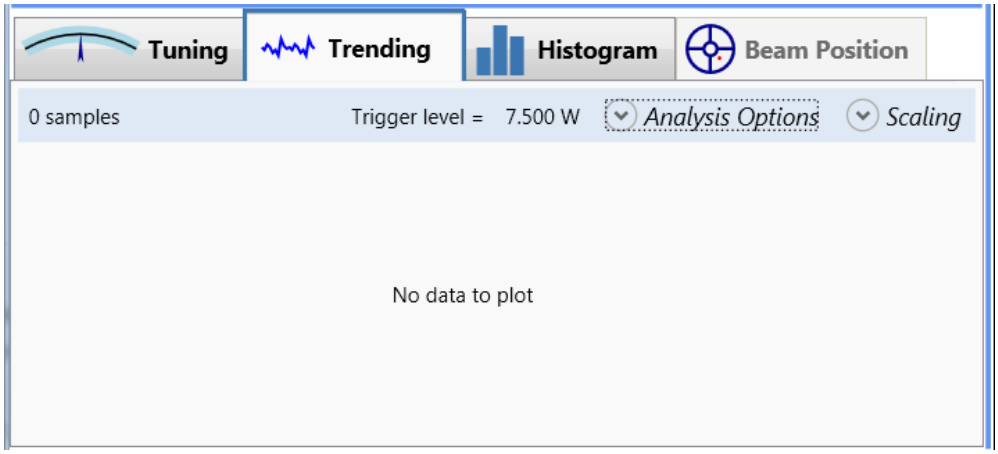

Figure 8-7. Trending Tab
6. [**Trending tab**] Click the Trending tab in the lower half of the window to display the Graphics viewing panel, shown in Figure 8-7.